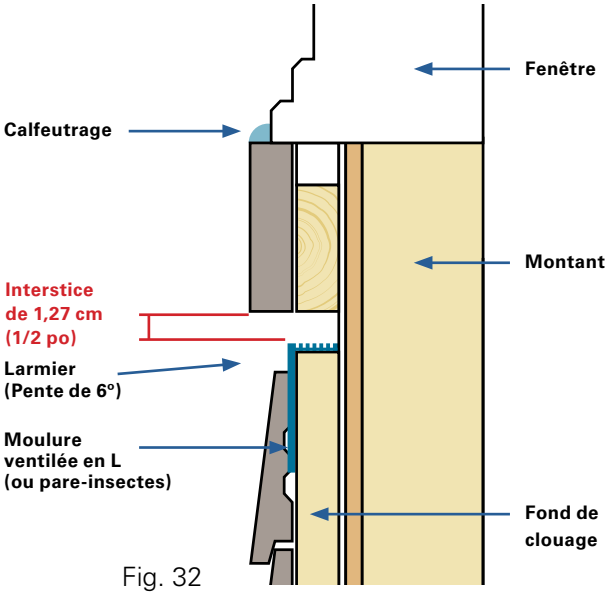

Fig. 32
- Installez la moulure ventilée en L Fraser (ou le pare-insectes) pour permettre à l'air de circuler et empêcher les insectes de nicher derrière le revêtement. *(Voir la figure 32)*